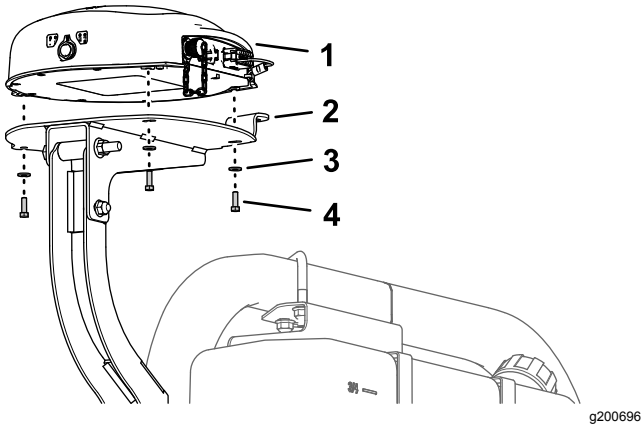

Figur 158
1. Placer de 3 gevind i bunden af navigationsmodtageren, så de passer med de tre huller i modtagerbeslaget (Figur 158).
2. Monter modtageren på beslaget (Figur 158) med de 3 sekskantbolte (5 x 16 mm) og 3 spændeskiver (5 mm).